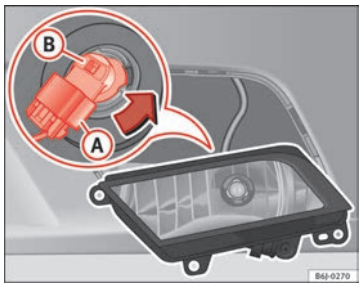

Fig. 164 Faro antiniebla
– Extraiga el conector ⇒ fig. 164 (A) de la lámpara.
– Gire el portalámparas ⇒ fig. 164 (B) a la izquierda y tire.